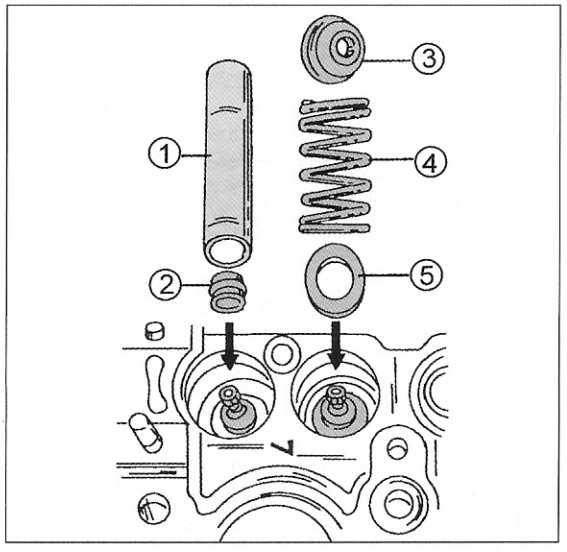

Bild 84
- Unter Bezug auf Bild 84 neue Ventilschaftdichtringe über jede Ventilführung anbringen.
- Die Ventile von unten in den Zylinderkopf einschieben (gut eingeölt) und die in Bild 84 gezeigten Teile auf die Oberseite des Ventils aufsetzen. Dazu die Feder über jedes Ventil setzen und sie mit einem Ventilheber zusammendrücken. Wenn das Ventilschaftende aus der Oberseite des Ventilfedertellers heraussteht, mit